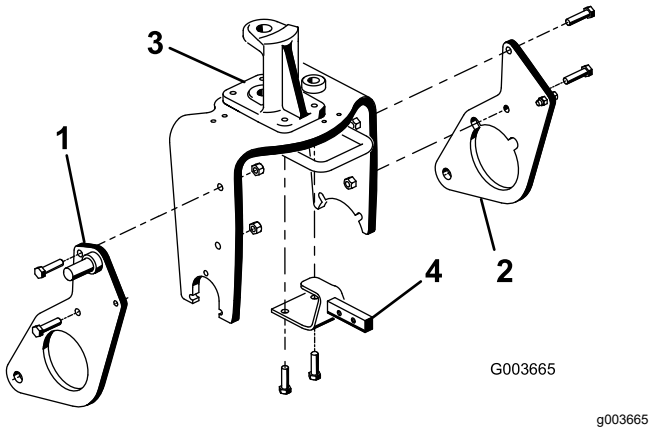

Figura 11
1. Montate senza serrare la piastra della pala destra sul lato destro della forcella orientabile con 2 bulloni (½" x 2") e dadi di bloccaggio, come illustrato nella Figura 11.
2. Ripetete la procedura con la piastra della pala sinistra (Figura 11).
4. Rimuovete ed eliminate i 2 bulloni che fissano la parte anteriore del perno dello sterzo alla parte superiore della forcella orientabile (Figura 11).
5. Utilizzando i fori di montaggio della forcella orientabile e del perno dello sterzo, montate la staffa del telaio dell'attacco sulla parte inferiore della forcella orientabile con 2 bulloni (½" x 1¾"); fate riferimento alla Figura 11.